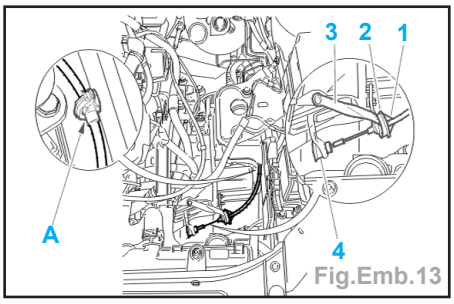

Fig.Emb.13
- Ecarter l'embout gaine (1) et le tampon (2) du support de câble (3) (Fig.Emb.13).